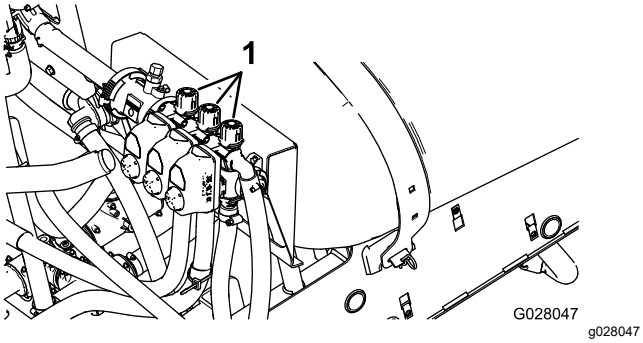

Figur 21
2. Sluk for venstre sektion, og juster sektionens omløbsknap (Figur 21), indtil trykmålingen er på det tidligere justerede niveau (typisk 2,75 bar).
4. Juster den højre sektions omløbsknap (Figur 21), indtil trykmålingen er på det tidligere justerede niveau (typisk 2,75 bar).
6. Juster midtersektionens omløbsknap (Figur 21), indtil trykmålingen er på det tidligere justerede niveau (typisk 2,75 bar).